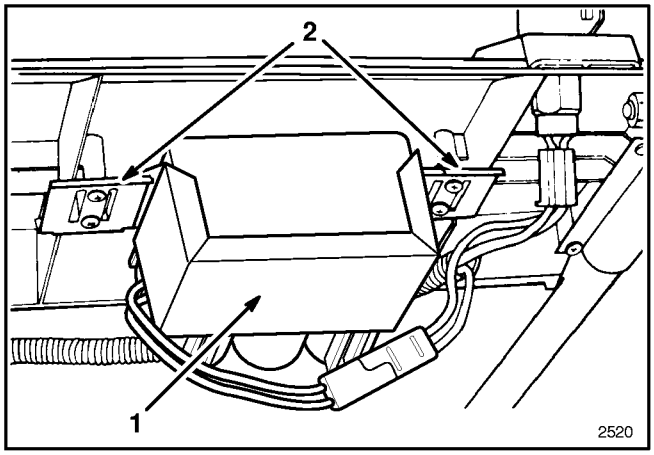

**Abbildung 6**
**1.** Siehe unter Batterieaufladung, Seite 17. Batterie, mit der Aufkleberseite nach oben, zwischen Befestigungslaschen an der Rückseite des Schaltbretts schieben und Kabel anschließen (Abb. 6). Zum Anlassen des Motors Schlüssel im Schalter drehen.